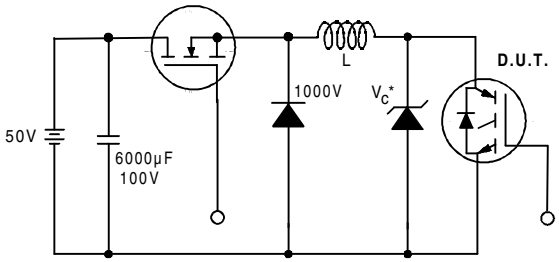

Figure 19. Clamped Inductive Load Test Circuit
② V_{CC}=80%(V_{CES}), V_{GE}=20V, L=10µH, R_G= 10Ω (figure 19)
③ Pulse width ≤ 80µs; duty factor ≤ 0.1%.
④ Pulse width 5.0µs, single shot.